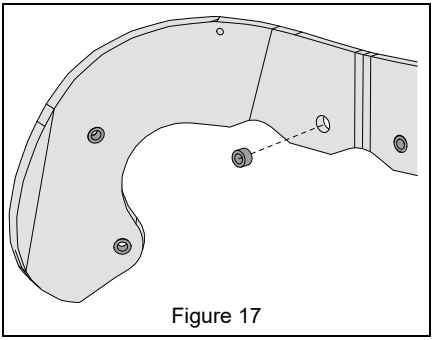

Figure 17
1. Install spacers into paddle holes. See Figure 17.